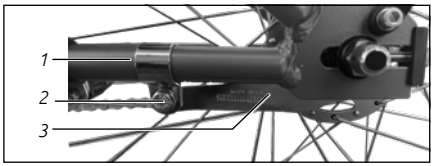

Fig. :48
- Saisissez le contre-appui *(voir « Fig. :48 (3) »)* et vérifiez qu'il est bien fixé sur la base.